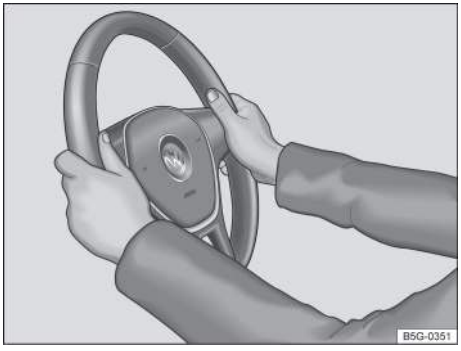

Fig. 65 Steering wheel: 9 o'clock and 3 o'clock positions.
— Adjust the steering wheel so that it can be held with hands at the 9 o'clock and 3 o'clock positions on the outside of the steering wheel rim and with the arms slightly bent at the elbow → fig. 65.
- Always hold the steering wheel on the outside of the steering wheel rim with your hands at the 9 o'clock and 3 o'clock positions → fig. 65 to help reduce the risk of serious personal injury if the driver's airbag inflates.